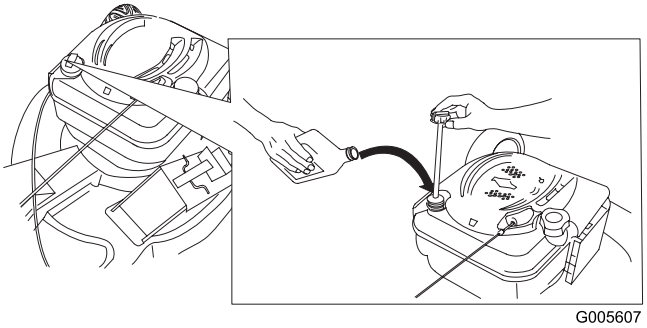

Figura 13
1. Retire a vareta, limpe-a e volte a colocá-la (Figura 13).